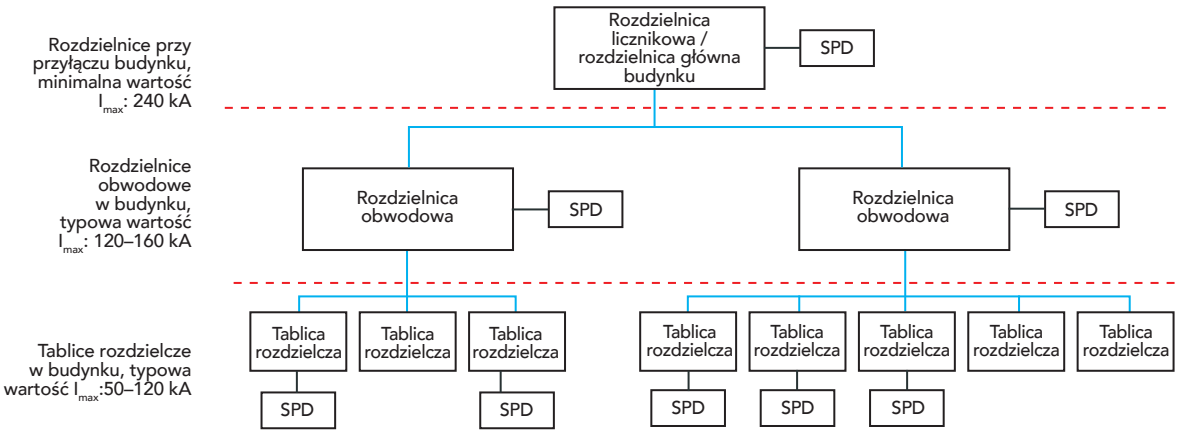

**Rys. 1.** Koordynacja ograniczników przepięć (SPD) zgodnie z normą IEEE 1100. Imax – prąd udarowy wyładowczy ogranicznika.
Efektywny, podstawowy system kontroli procesu (BPCS) jest najważniejszą z warstw ochrony (rys. 1). Posiada on zautomatyzowane warstwy bezpieczeństwa zaprojektowane w celu zapobiegania wypadkom. System BPCS prowadzi proces, identyfikuje sytuacje nietypowe i uruchamia alarm lub podejmuje inne działania. Powinien on być w stanie skompensować większość sytuacji nietypowych. Innym powszechnie stosowanym zabezpieczeniem jest przyrządowy system bezpieczeństwa (SIS), który musi interweniować, jeżeli proces wykracza poza bezpieczne granice kontrolne. Jeżeli BPCS starzeje się lub nie jest regularnie serwisowany, incydenty zaczynają się często nasilać, a znaczenie SIS staje się jeszcze większe. Gdy personel często polega na SIS w przypadku rutynowych zdarzeń i częste akcje systemu SIS stają się coraz bardziej zauważalne, nadszedł czas, aby przyjrzeć się dokładnie systemowi BPCS. W przypadku przeglądu systemu bezpieczeństwa przeprowadza się analizę zagrożeń procesowych (PHA)/badanie zagrożeń i operacyjności (HAZOP) lub inny audyt w celu określenia wszelkich pozostałych elementów bezpieczeństwa.
**Rysunek 1.** Efektywny, podstawowy system sterowania procesem (BPCS) jest najważniejszą warstwą ochrony. Posiada on zautomatyzowane warstwy bezpieczeństwa zaprojektowane w celu zapobiegania wypadkom. *Grafika: MAVERICK Technologies*